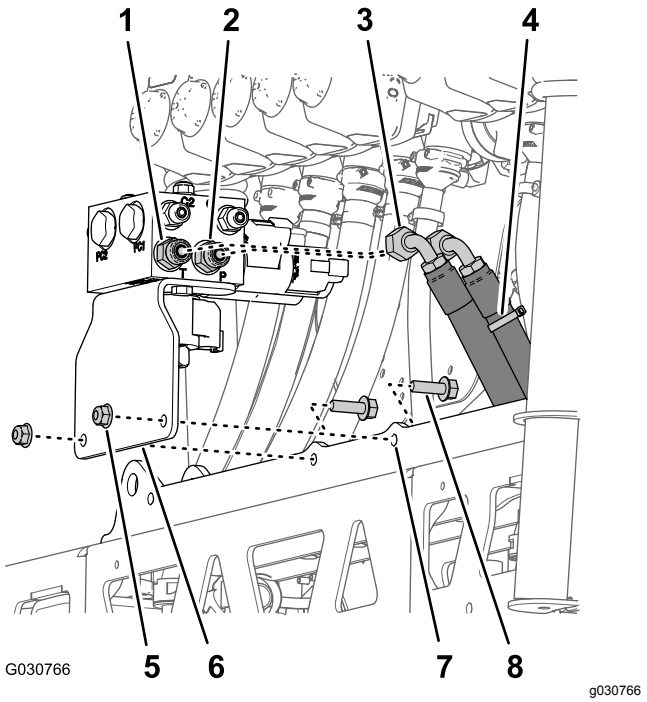

Figur 127
1. Innrett hullene i støttebraketten for bomløftemanifolden som du fjernet i trinn 3 av Fjerne løftesylindermanifolden og støttebraketten (side 36), med sylinderfestet på den nye midtre bomseksjonen (Figur 127).
2. Monter støttebraketten til sylinderfestet (Figur 127) med de to flenshodeboltene (5/16 x 1 tomme) og flenslåsemutterne (5/16 tomme) som du fjernet i trinn 3 av Fjerne løftesylindermanifolden og støttebraketten (side 36).
4. Monter hydraulikktrykkslangen (merket med et kabelfeste) på port P på bomløftmanifolden (Figur 127).
5. Monter hydraulikkreturslangen på port T i bomløftmanifolden (Figur 127).